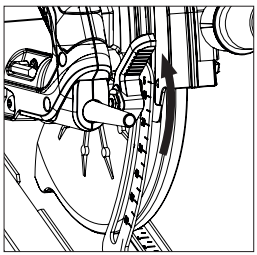

Abb. 10
- Lösen Sie die Verriegelung für die Einstellung der Schnitttiefe, indem Sie den Bedienhebel nach oben ziehen. **(Abb. 10)**